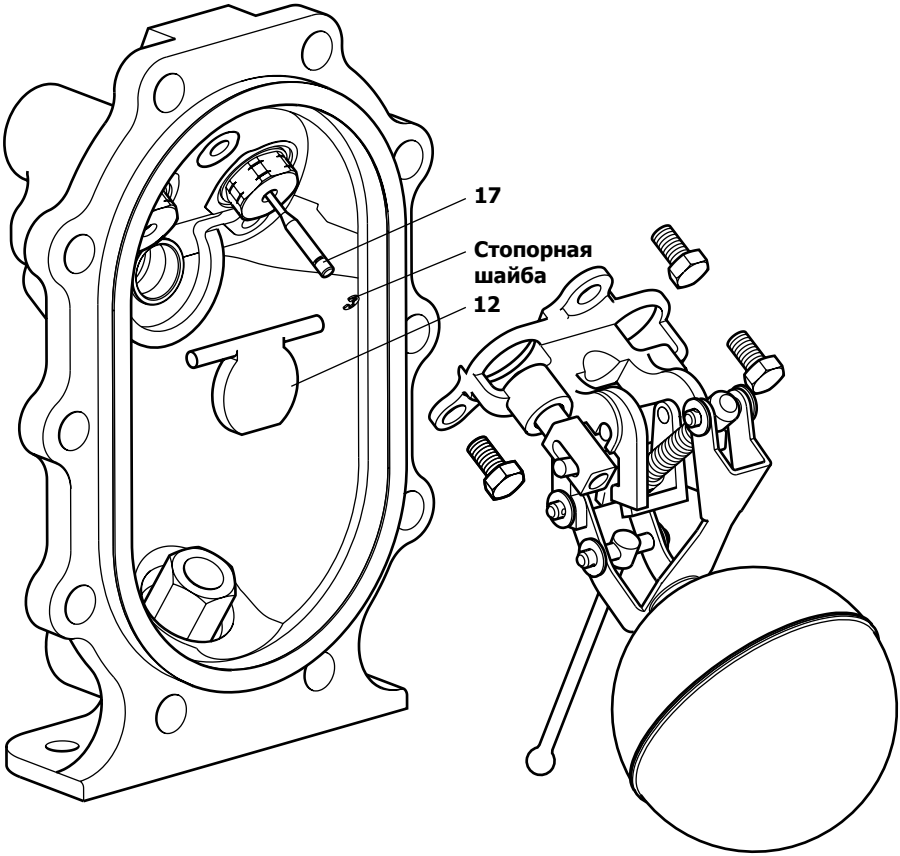

Рис. 17
5. Снимите внутренний поплавковый механизм (см. рис. 17). Это даст доступ к обратно му клапану дет. 12.